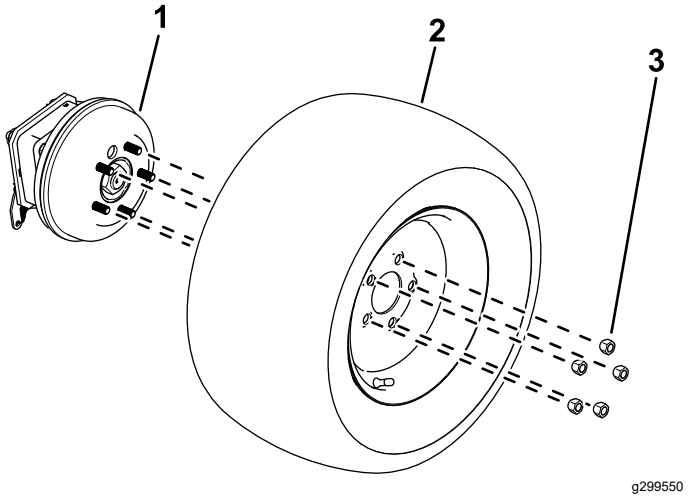

**Figuur 11**
2. Maak de wielmoeren los en verwijder ze (Figuur 11).
3. Verwijder de wielen uit de wielnaven (Figuur 11).
1. Gebruik de eerder verwijderde wielmoeren om de wielen aan de wielnaven te bevestigen (Figuur 11).